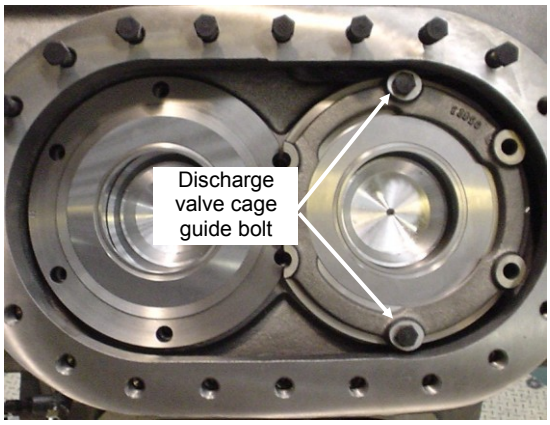

Fig. 5-101 Assembly of the Valve Plate
4. Slightly tighten the discharge valve cage guide bolts (2 pcs.) just enough to secure the assembled unit (see Fig. 5-101).